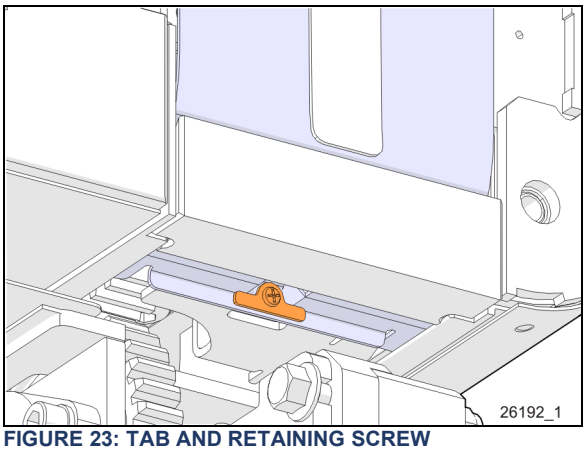

**FIGURE 23: TAB AND RETAINING SCREW**
If it is damaged or cracked, it must be replaced. The flexible cover is fixed by a tab and mounting screw. (Figure 23)
Unscrew the retaining screw (Figure 23)
3. Unscrew the flexible cover retaining screw (Figure 23)